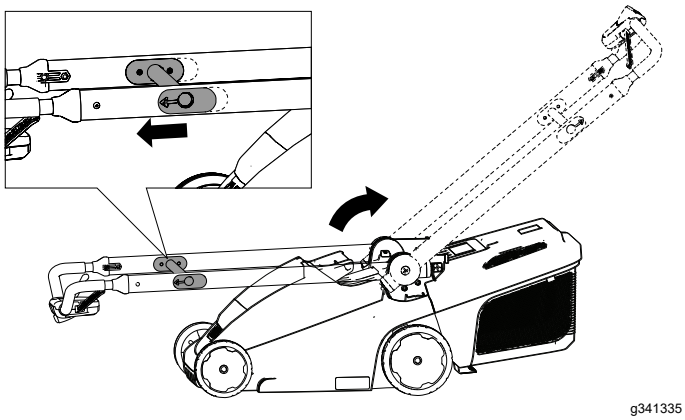

Figur 5
2. Træk håndtagets låsestang mod den øvre del af håndtaget for at frigøre håndtagslåsen (Figur 5).
3. Flyt håndtaget bagud til betjeningspositionen, og slip håndtagets låsestang (Figur 5).